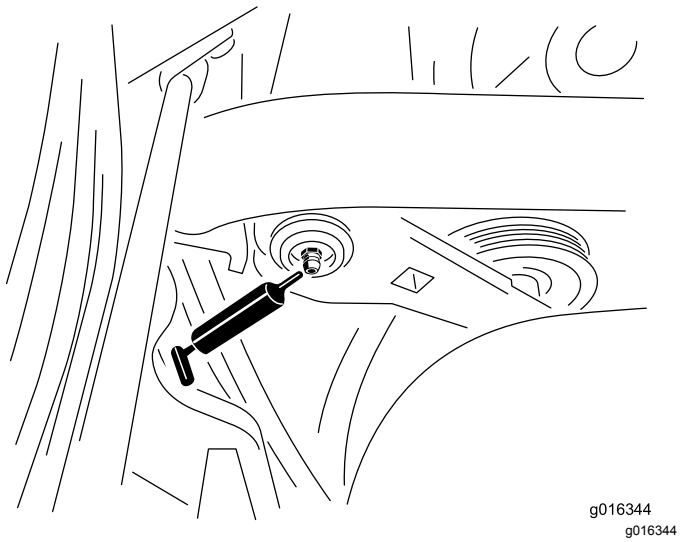

Figur 44
1. Torka av smörjnippeln så att skräp inte kan leta sig in i lagret eller bussningen (Figur 44).